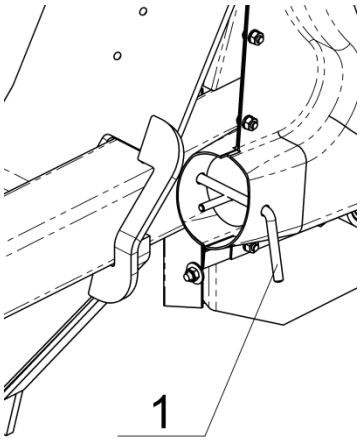

Rys.16. Regulacja przepustnicy dmuchawy.
- przepustnicą ustawić właściwą wartość podciśnienia wytwarzanego przez dmuchawę (poz.1.rys.16 i pkt. ”Regulacja dmuchawy”).